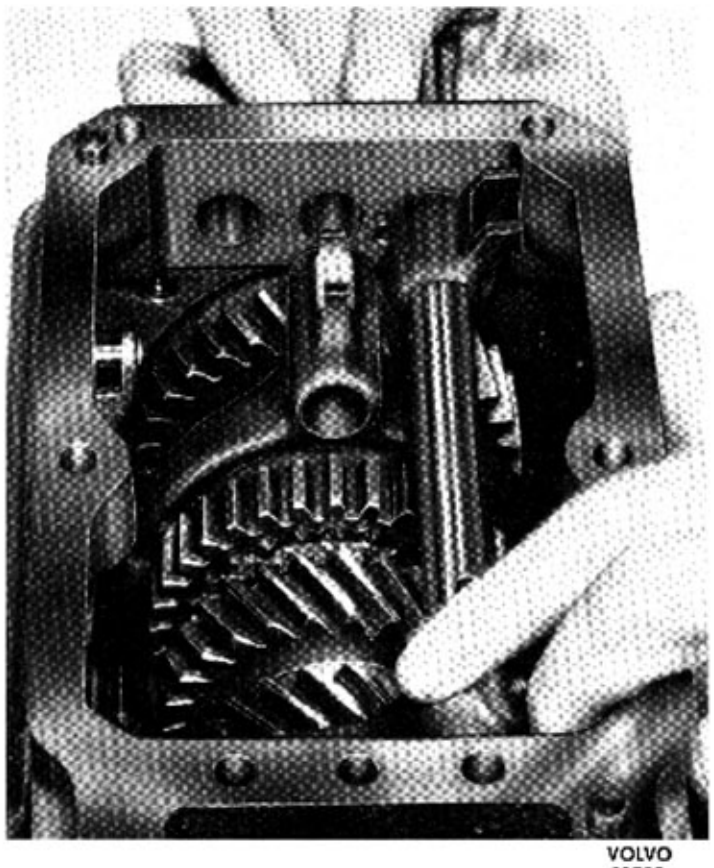

Bild 43-10. Montering av skiftgafflar och -axlar
6. Montera skiftaxlar och -gafflar, se bild 43-10. Sätt därvid först ned båda gafflarna på sina platser innan axlarna monteras. För över skiftgaffeln till 1:ans läge vid montering av spännstiftet. Använd nytt stift.